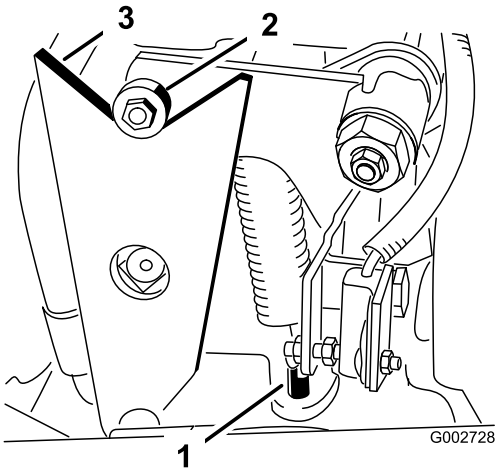

Figuur 42
- Als de wielen in de goede richting draaien, moet u de motor afzetten en de borgmoer van de veerstelpen aandraaien (Figuur 42). Stel de neutraalstand van de tractie af; zie Tractieaandrijving afstellen voor de neutraalstand.